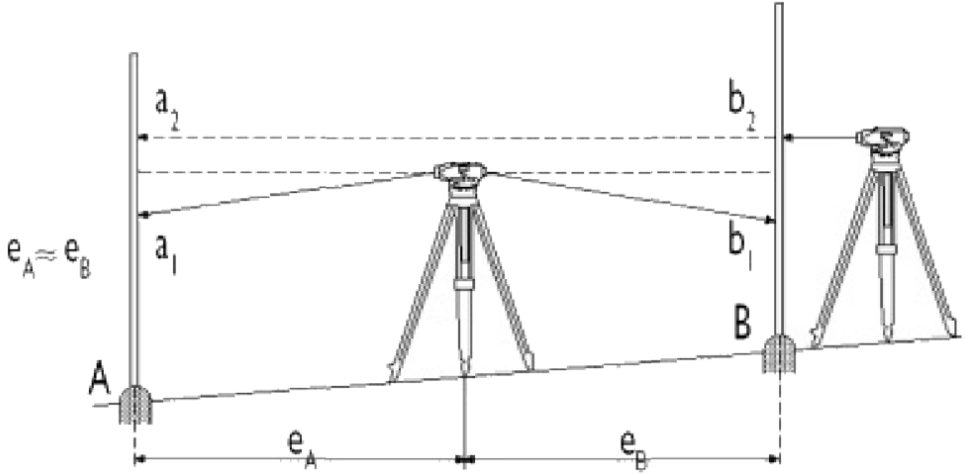

Рисунок 4: Поверка горизонтальности линии визирования
1. Поверка: Установите инструмент посередине между двумя рейками, установленными в точках А и В приблизительно на расстоянии 30 – 40 м. Возьмите отсчет *a1* по рейке А и отсчет *b1* по рейке В (см. рисунок 4). Из-за идентичных расстояний, разница по превышениям будет корректна, даже если линия визирования не отъюстирована. Теперь установите инструмент на расстоянии около 2 м от рейки В и возьмите отсчет *b2*. Вычисленное значение *c=b2+d* должно быть равно отсчету *a2* по рейке А, если линия визирования отъюстирована.